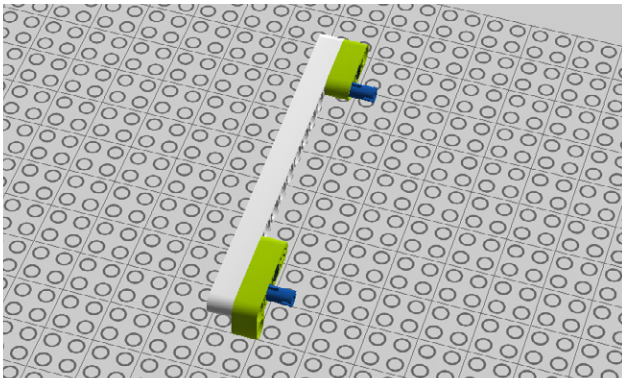

Figure 5-79. *Step 72: Adding the angle beam and 3M beam*
72. Add a 2x4 angle beam and a 3M beam as shown in Figure 5-79.